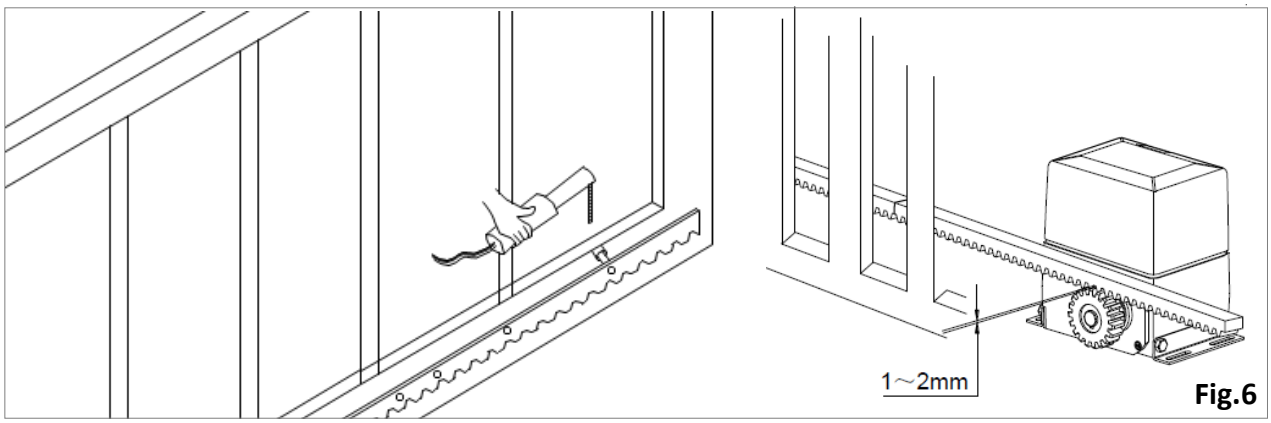

Fig.6
3. Rack Installation (Fig.6)
d. Once aligned, weld the first mounting nut⑫ onto the gate at the appropriate position.